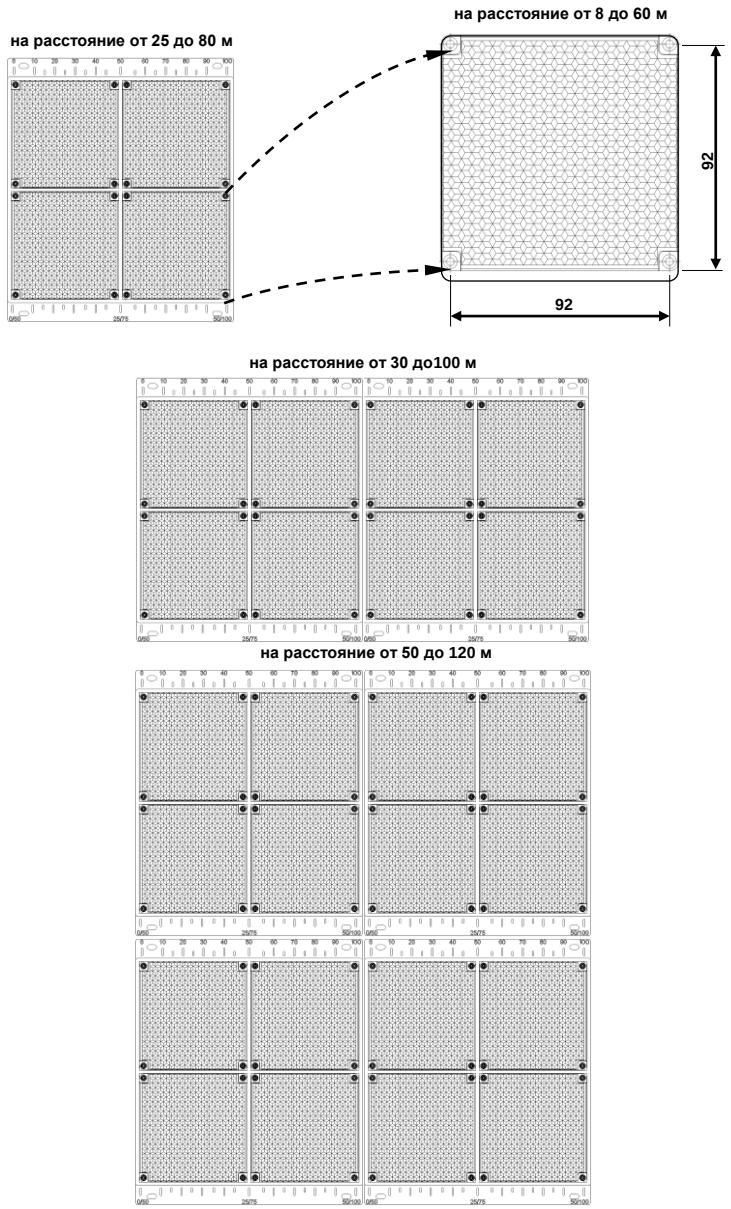

Рисунок 7
3.5.3 Если имеется возможность, то разместите приёмо-передатчик и рефлектор-отражатель напротив друг друга на расстоянии не менее 8 м. Для варианта поставки до 80 м и до 100 м необходимо перекрыть 3/4 поверхности стандартного рефлектора или использовать один из четырёх отражающих элементов рефлектора, демонтировав его в соответствии п. 3.6.2 и рис. 7.